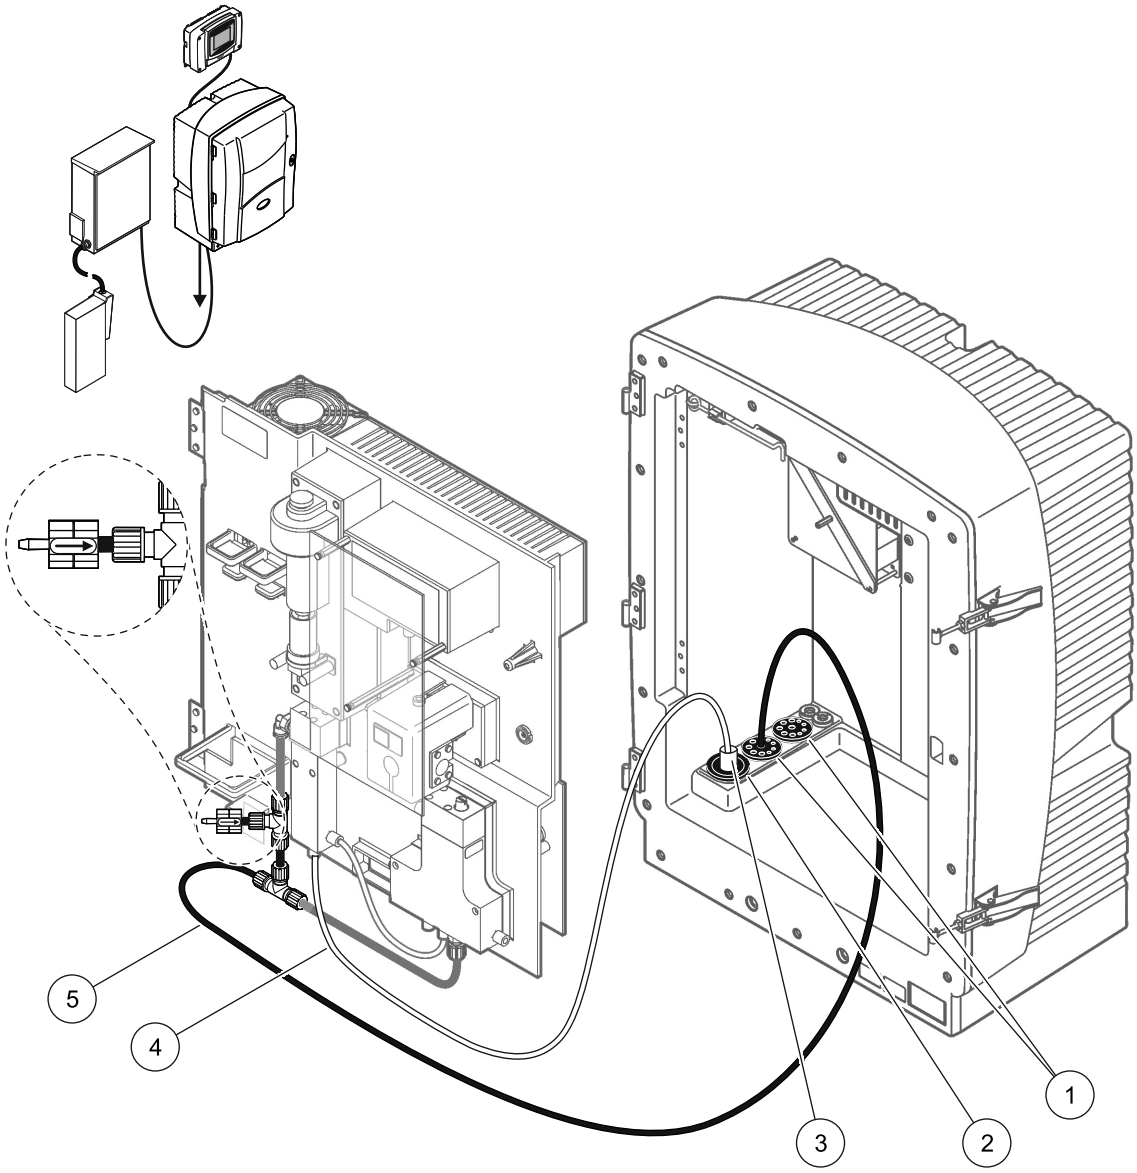

图 34 选项 8a 设置
请参考图 34 以及选项 8a 的以下说明：
2. 通过分析仪开口从 FILTRAX 引出加热的软管 （图 34，项目 3）。使用 1 号密封塞加固。